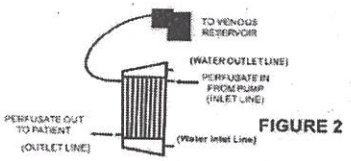

FIGURE 2
10. After you had ensured total de-airing, tilt the unit back to normal. so that the unit is now vertical, as seen in Figure 2 (i.e., inlet on the top and outlet in the bottom